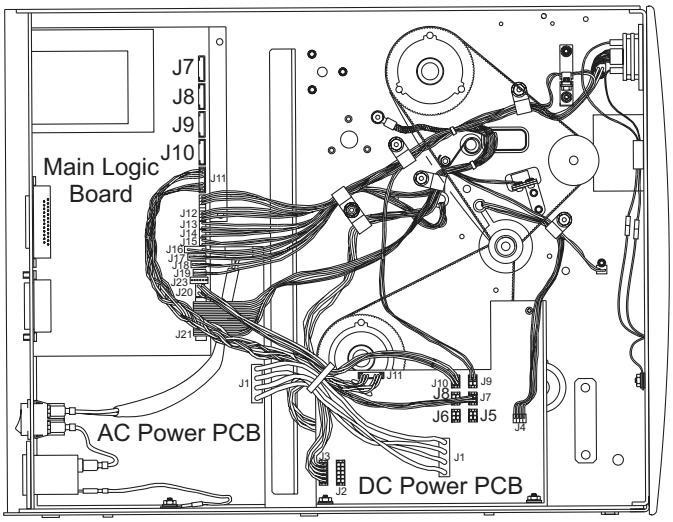

Figure 4. *Xi*II, *Xi*III, and R-140 Interconnections
6. Refer to Figures 4 or 5. Connect the ribbon cable to one of the open SPI (Serial Peripheral Interface) connectors.